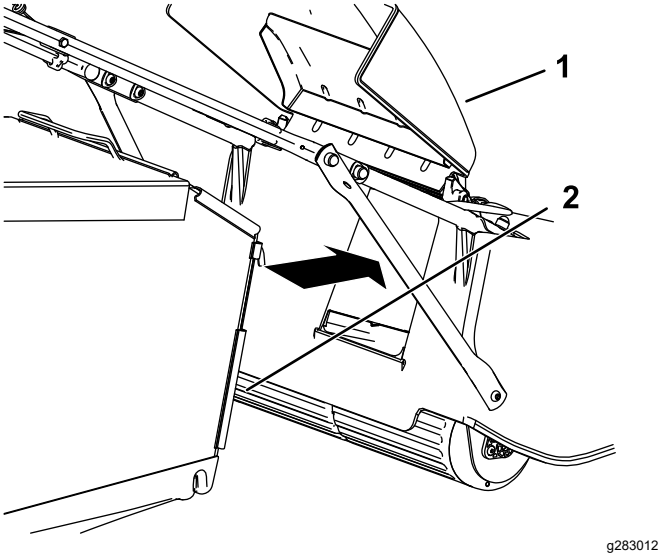

Rysunek 20
3. Załóż worek na swoje miejsce (Rysunek 20).